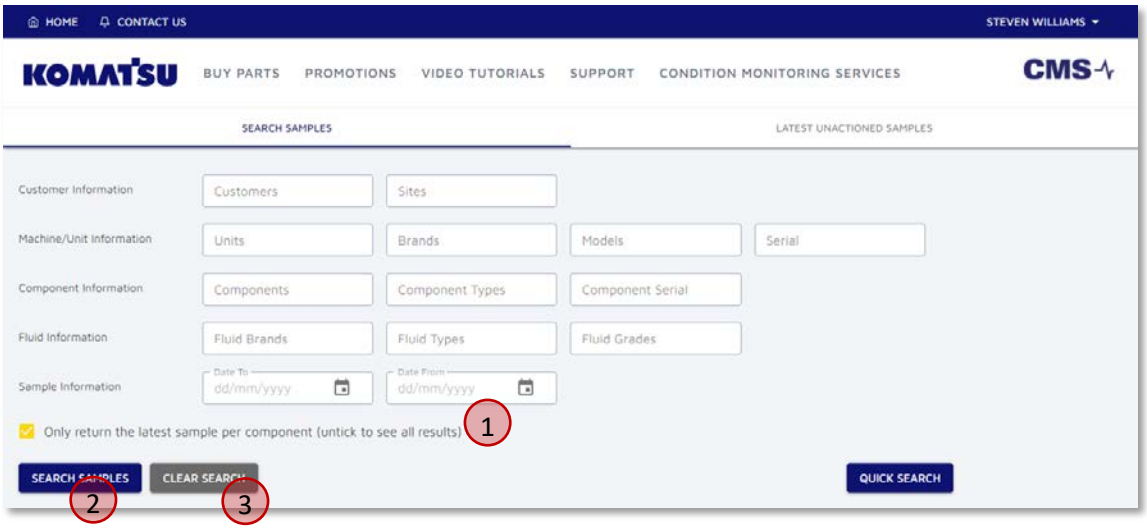

Figure 2.3 Advanced Sample Search Options
If we are trying to search for specific samples, we may need to use the advanced search function shown in Figure 2.3. This will allow us to specify exactly what we are searching for in each field.
The tick-box (① in Figure 2.3) 'Only return the latest sample per component (untick to see all results)' will default to ticked. This means that, if we have 10 fluid samples for a single unit's (machine's) engine, we will only be shown the latest sample for the engine. If we would like to view all historical oil sample results for this unit and component, untick this box.
Once we have entered our search criteria, click the **Search Samples** button (② in Figure 2.3), or press ENTER on our keyboard.
If we need to clear our search criteria, click the **Clear Search** button (③ in Figure 2.3).